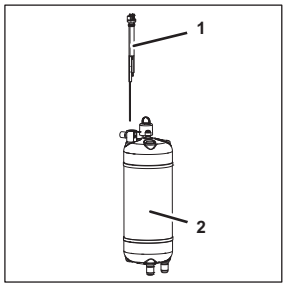

Fig. 75
3. Turn the level electrode (Fig. 75/1) and remove it from the carbonator tank (Fig. 75/2).
5. Attach the new level electrode (Fig. 75/1) to the carbonator tank (Fig. 75/2) by turning it.